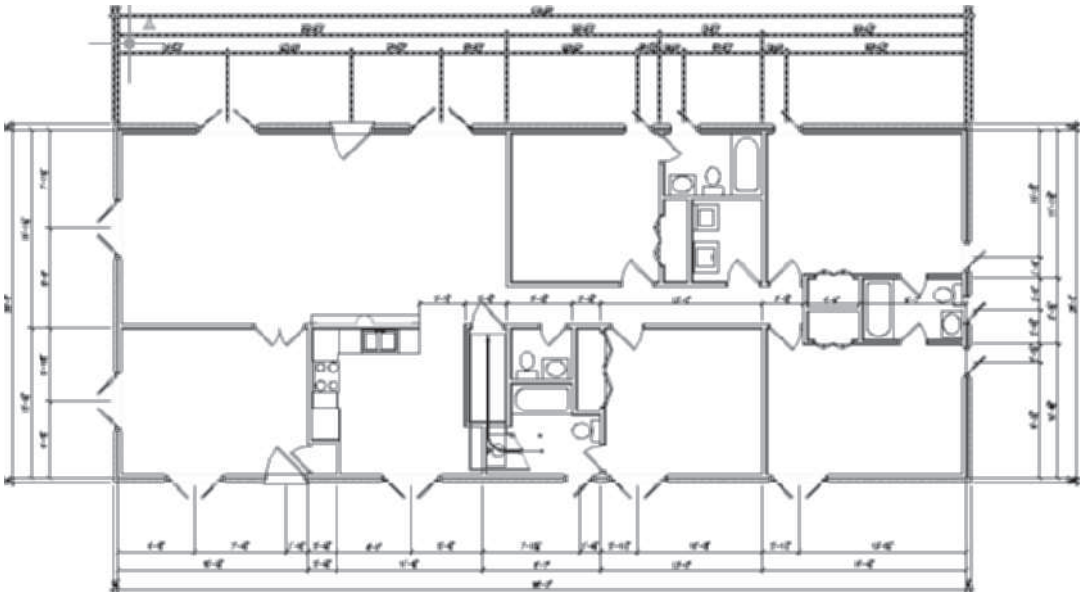

FIGURE 11.96 *AEC Dimensions added to plan*
14. Dimension the remaining exterior walls. Add extension lines to represent the outside of the stud as developed in step 12 for each corner as shown in *Figure 11.96.*